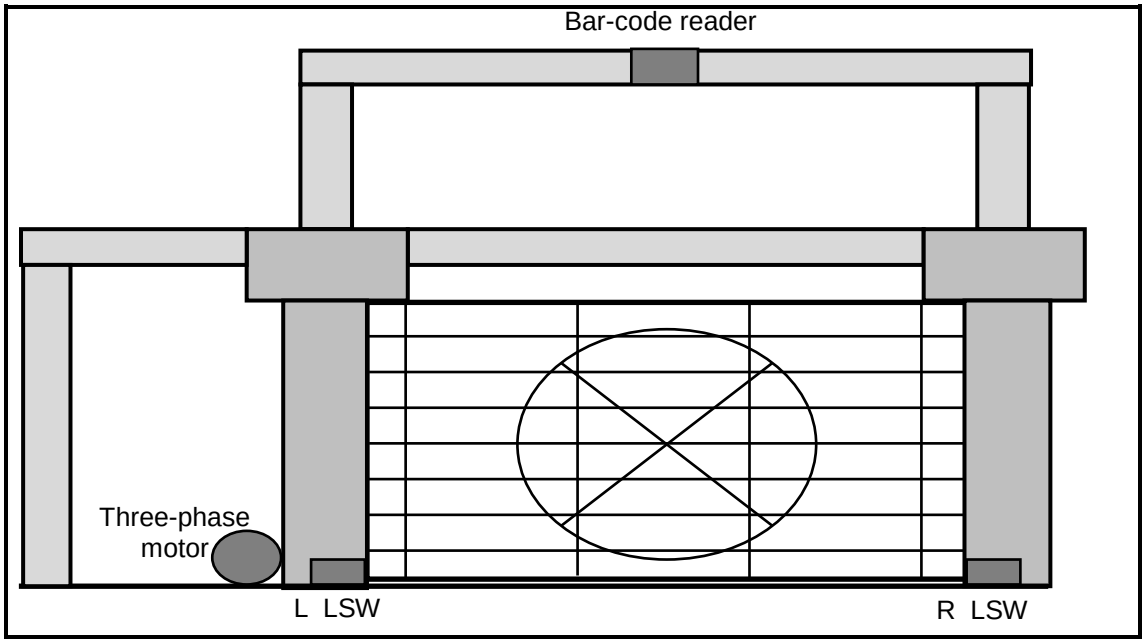

FIGURE 2 (14)
3.1 Management has decided to install a three-phase motor-driven automated gate system in the factory as shown in FIGURE 2.